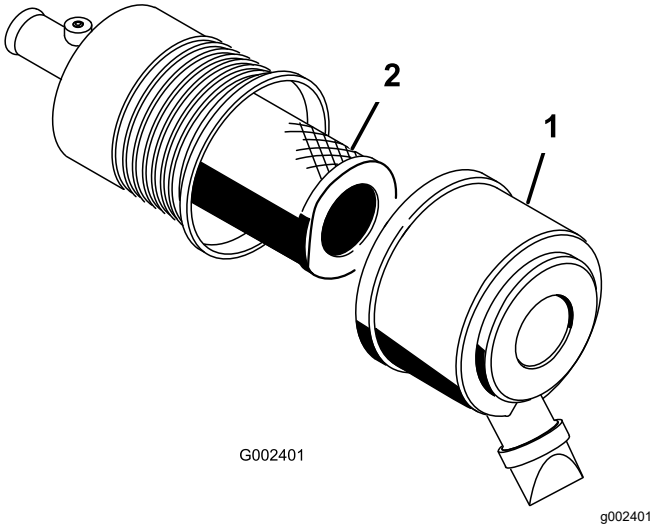

**Figur 43**
1. Lossa spärrhakarna på luftrenaren och dra av luftrenarkåpan från luftrenarhuset (Figur 43).
3. Dra försiktigt ut filtret ur luftrenarhuset (Figur 43).
5. Skjut försiktigt på filtret över röret (Figur 43).
6. Sätt tillbaka luftrenarkåpan med sidan uppåt och fäst spärrhakarna (Figur 43).